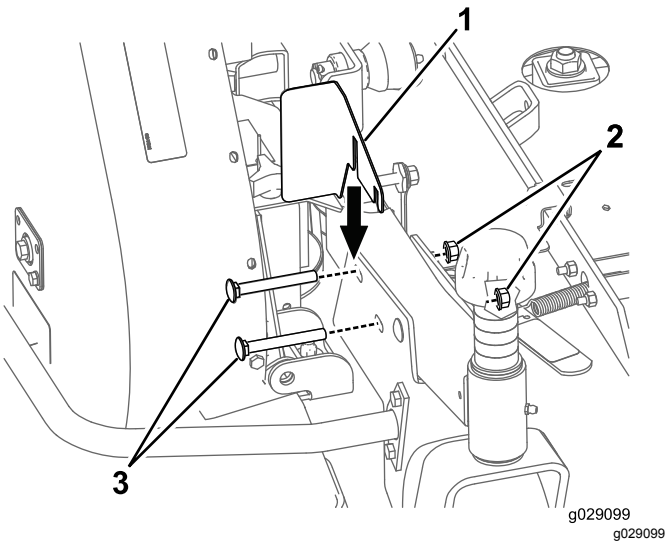

Figur 26
2. Monter remskivevernet på maskinen (Figur 26).